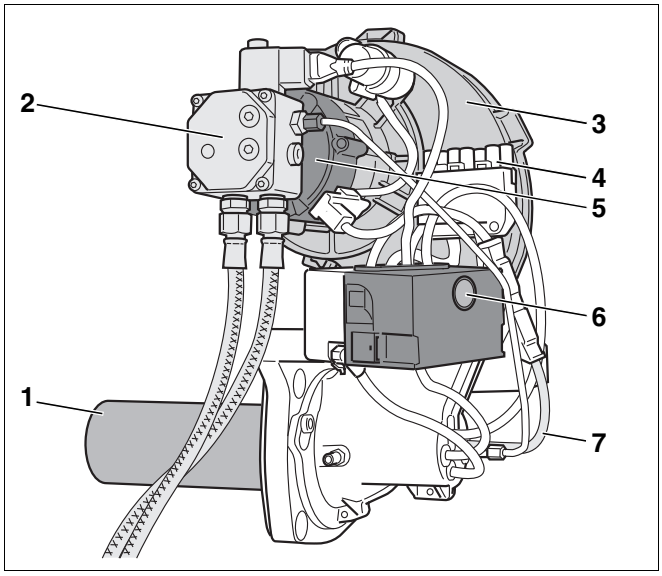
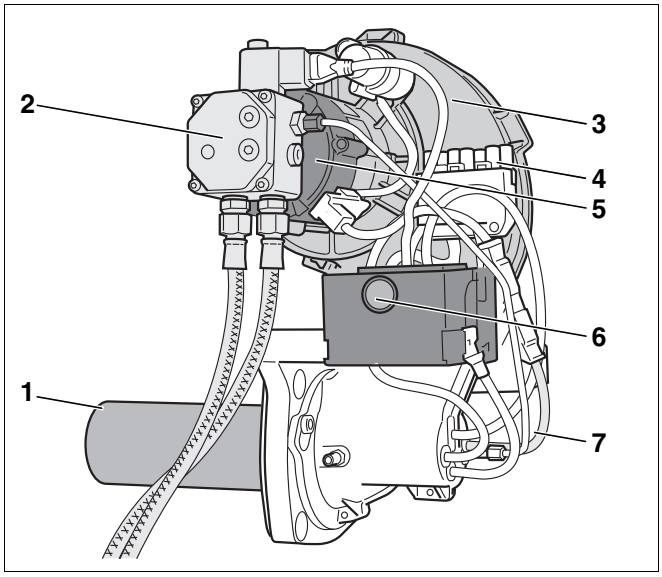

*Рис. 1 Горелка Logatop BE 1*
*Рис. 2 Горелка Logatop BE 2*
– труба горелки (Рис. 1 и Рис. 2, **поз. 1**)
– топливный насос с электромагнитным клапаном и шлангами для дизтоплива (Рис. 1 и Рис. 2, **поз. 2**)
– корпус горелки (Рис. 1 и Рис. 2, **поз. 3**)
– подключение горелки для семиполюсного штекера (Рис. 1 и Рис. 2, **поз. 4**)
– мотор горелки (Рис. 1 и Рис. 2, **поз. 5**)
– дизельный автомат горения с кнопкой подавления помех (Рис. 1 и Рис. 2, **поз. 6**)
– датчик пламени (Рис. 1 и Рис. 2, **поз. 7**)
Горелка (Рис. 1 или Рис. 2) соединена с системой управления через штекерное соединение (семиполюсный штекер).
***Экспликация к рис. 1 и рис. 2:***